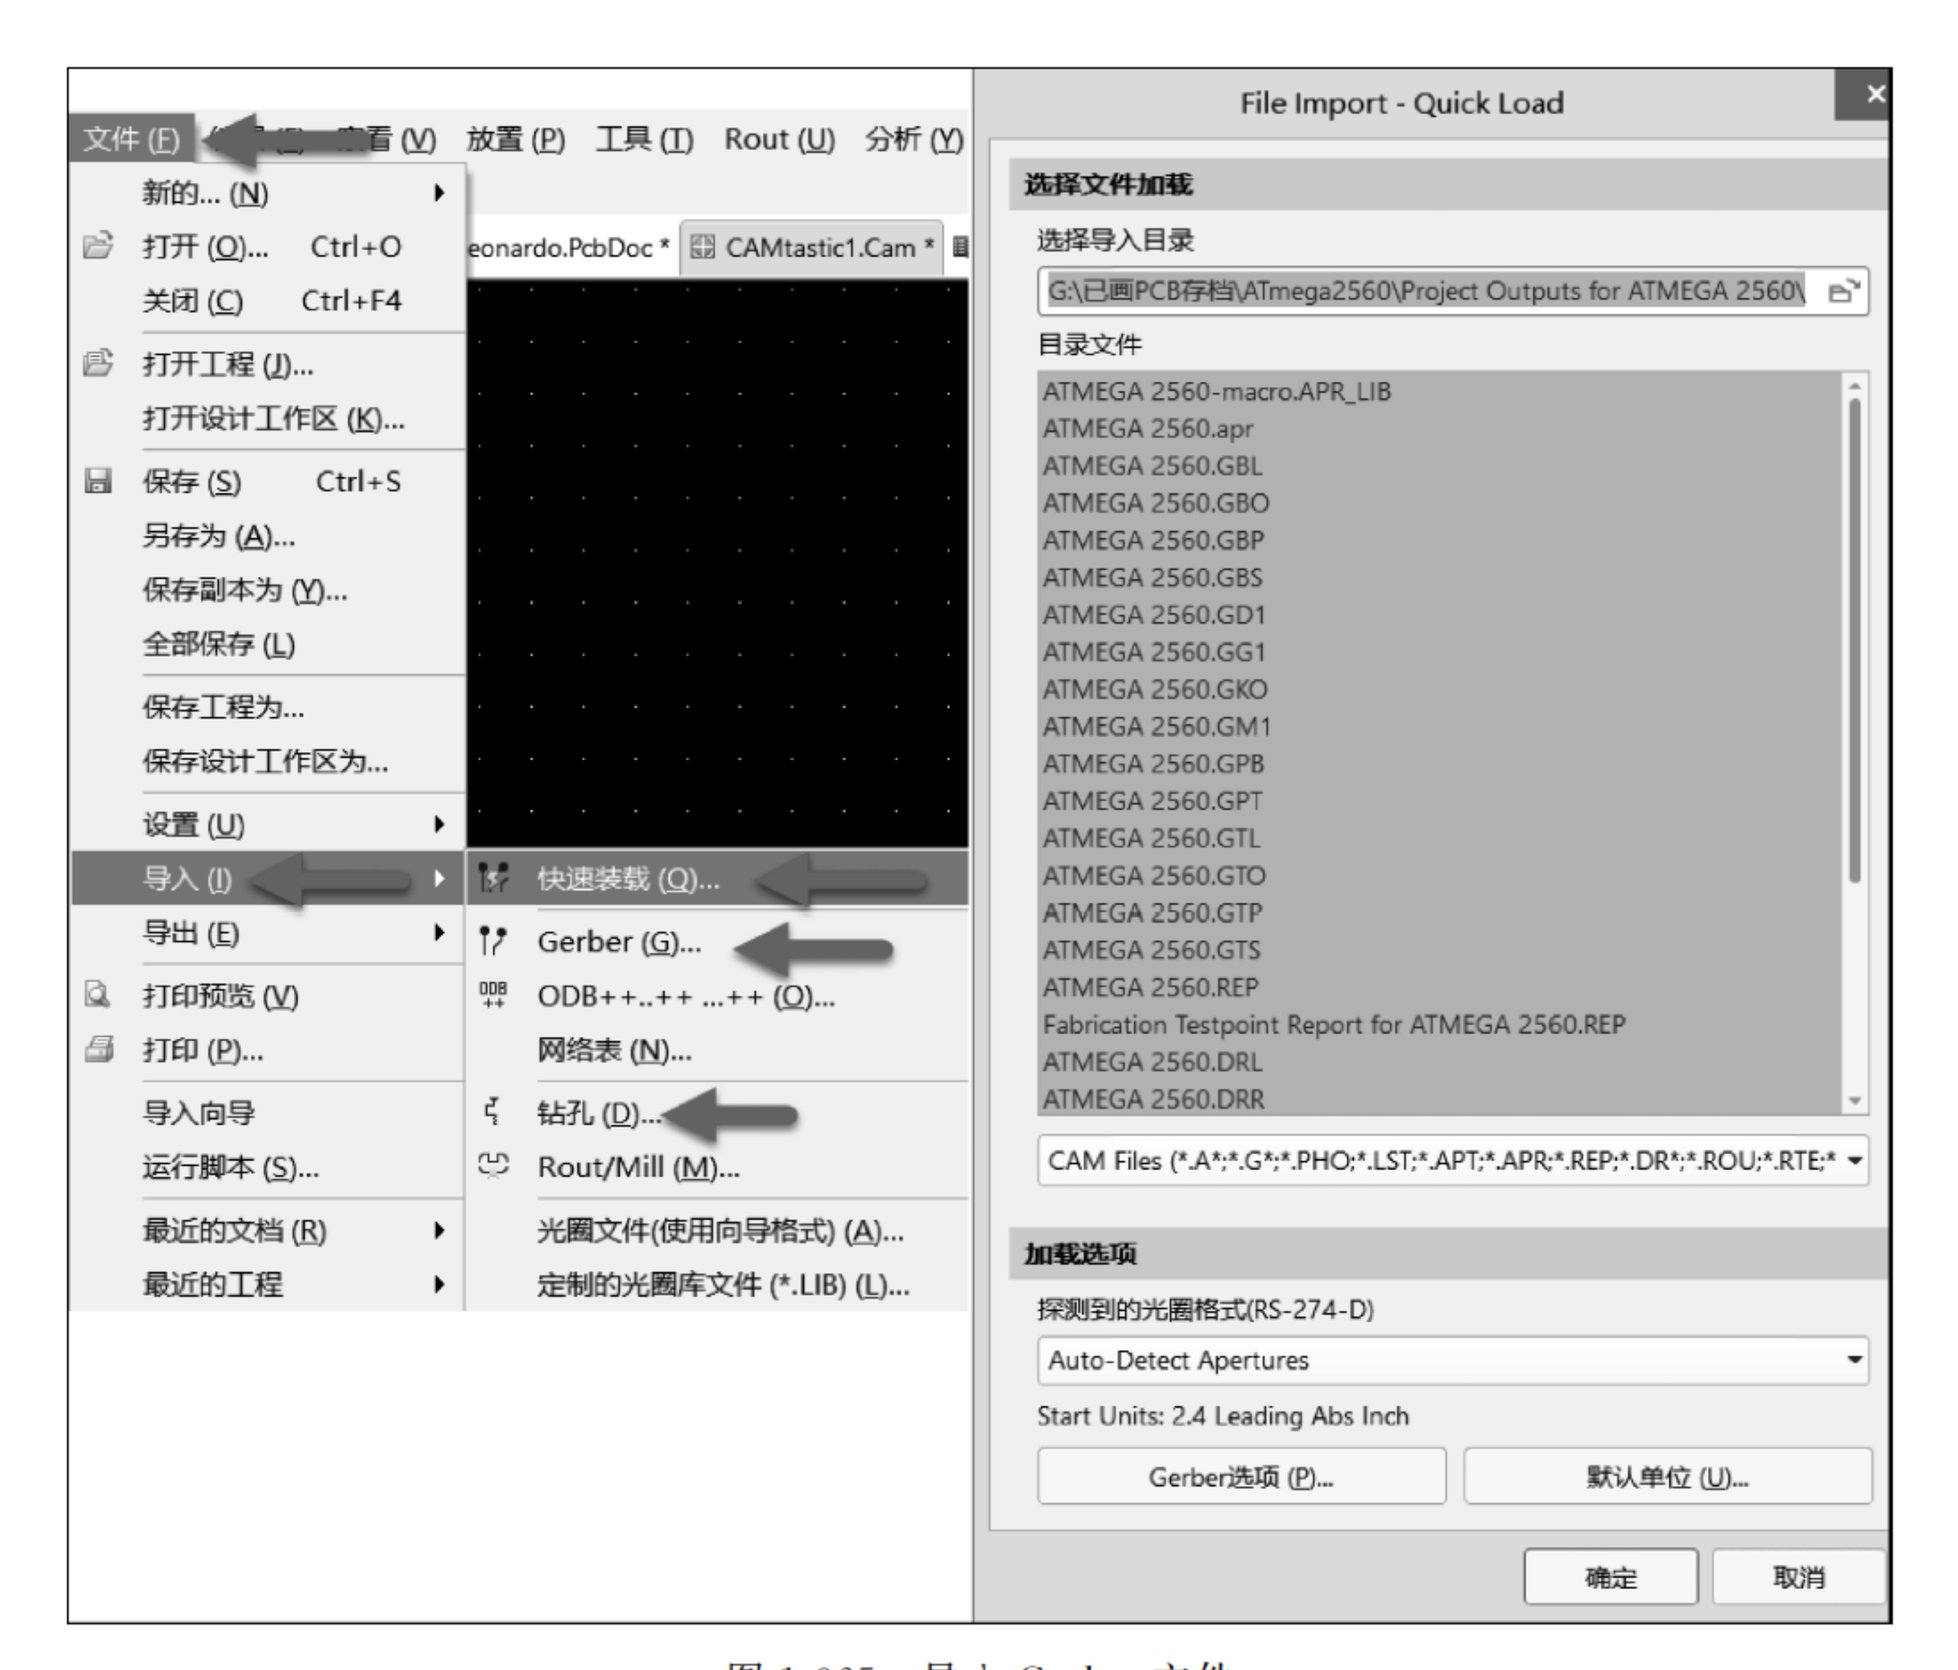

图 1-365　导入 Gerber 文件
(2) Gerber 文件有两种方法导入，一种是执行菜单栏中“文件”→“导入”→“快速装载”命令，能直接将 Gerber 的所有文件导入，包括钻孔文件等。另一种是先导入 Gerber 文件，再导入钻孔文件，得到的效果与前面的方法一样。Gerber 文件的导入如图 1-365 所示。